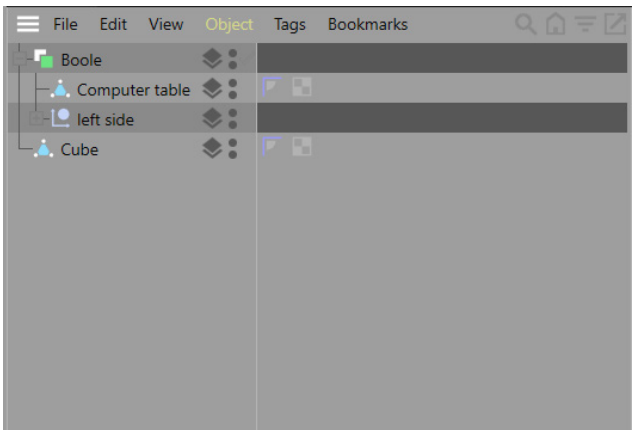
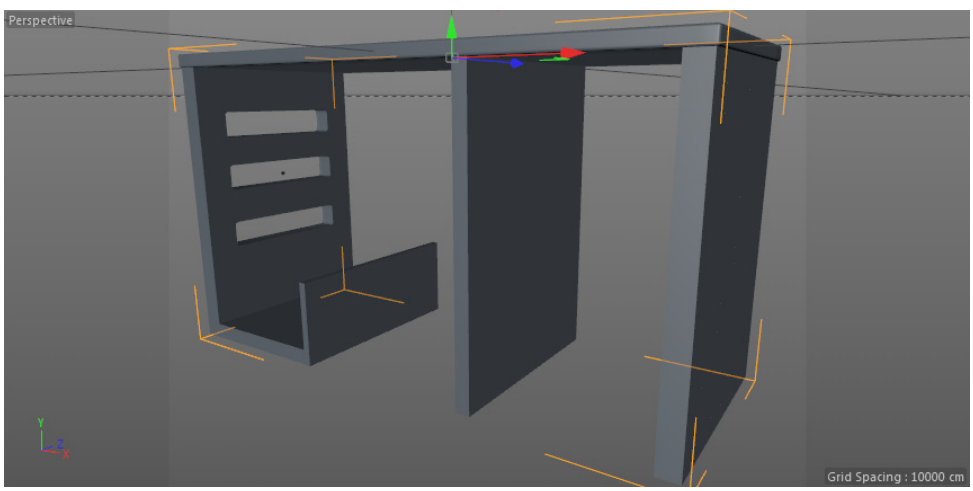

Figure 3-89 *Boole connected to Computer table*
Figure 3-90 *The holes created in the side support of the Computer table*
18. In the Object Manager, press and hold the left mouse button on *Computer table* and drag it on *Boole*; the *Computer table* is connected to *Boole* in the Object Manager, as shown in Figure 3-89 and holes are created in *Computer table*, as shown in Figure 3-90.